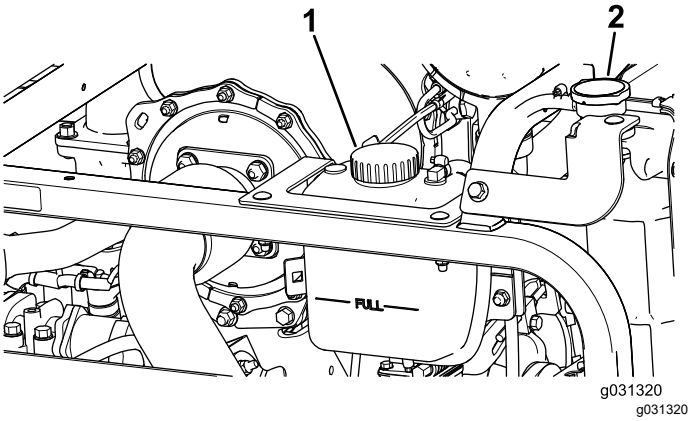

**Figuur 118**
1. Verwijder voorzichtig de doppen van de radiateur en de expansietank (Figuur 118).
2. Controleer het koelvloeistofpeil in de radiateur (Figuur 118).